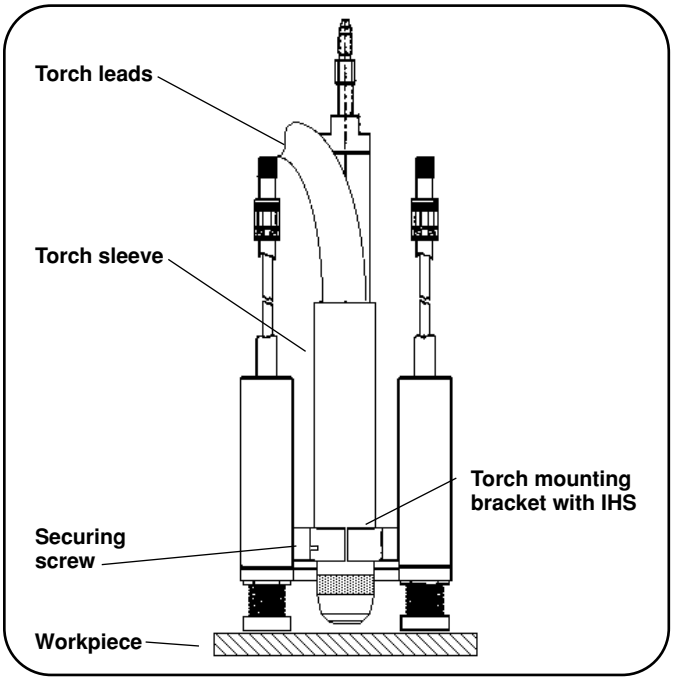
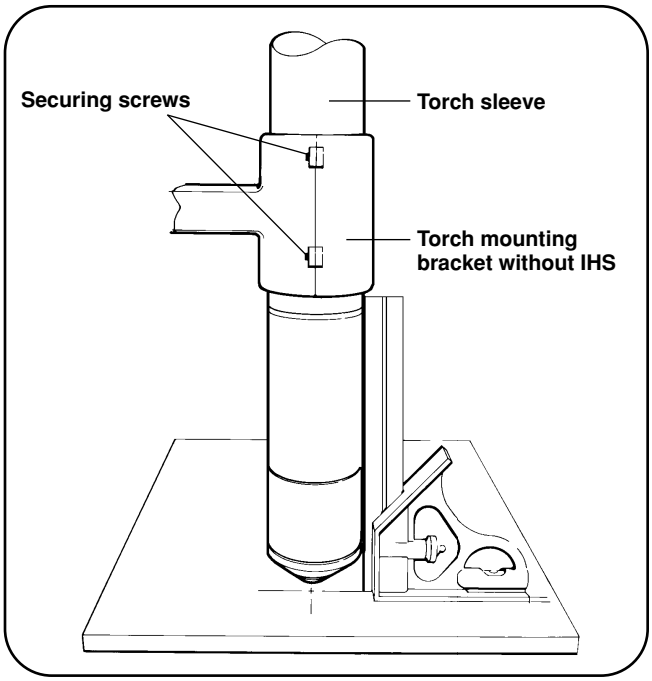

Figure 4-19 Mounting the Machine Torch (shown with IHS probes)
Figure 4-20 Torch Alignment (shown without IHS probes)
1. Loosen **Securing screw(s)** and install the machine torch (with torch leads attached) in the torch mounting bracket or the torch mounting subassembly if IHS is used. See Figure 4-19 for torch mounting bracket with IHS, and Figure 4-20 for torch mounting bracket without IHS.
Prior to cutting with the machine torch, ensure that the torch is at right angles to the workpiece to get a clean, vertical cut. Use a square to align the torch. The torch should be aligned at 0° and 90° (Figure 4-20).